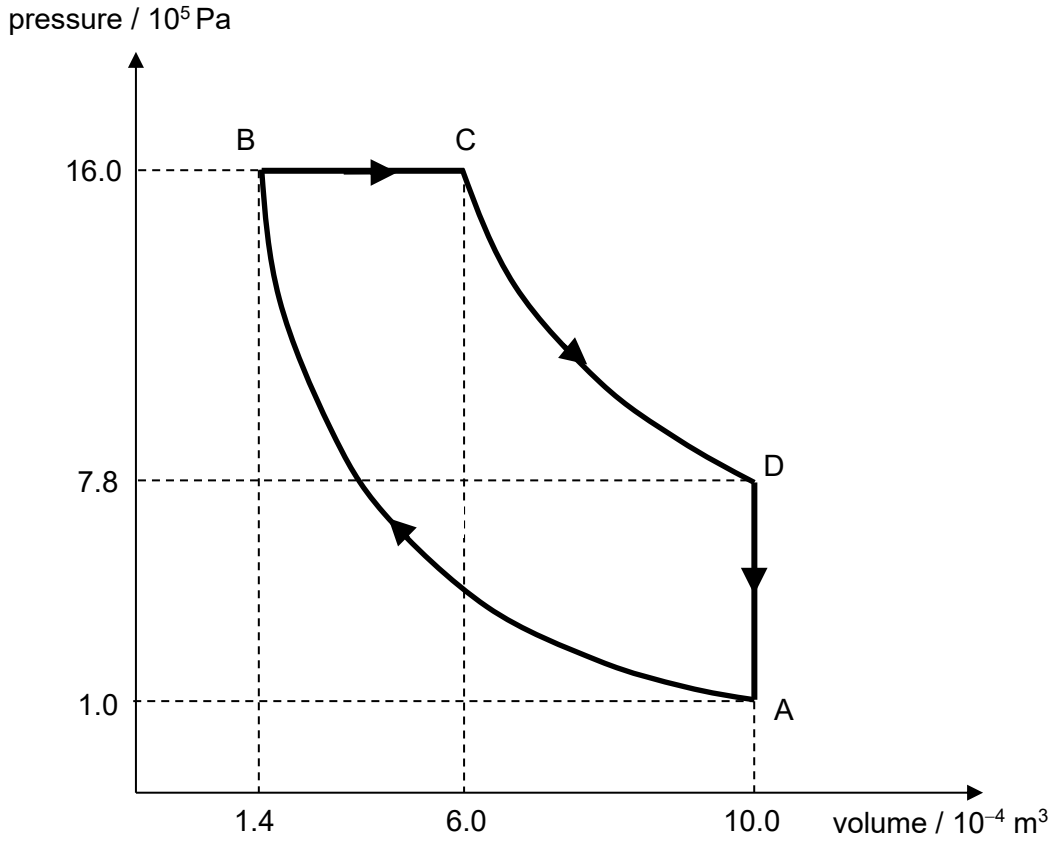

**Fig. 4.2**
**(b)** The gas in the cylinder of a diesel engine can be considered to undergo a cycle of changes of pressure, volume and temperature. One such cycle, for an ideal gas, is shown in Fig. 4.2. Processes A to B and C to D take place without heat exchange with the surroundings.